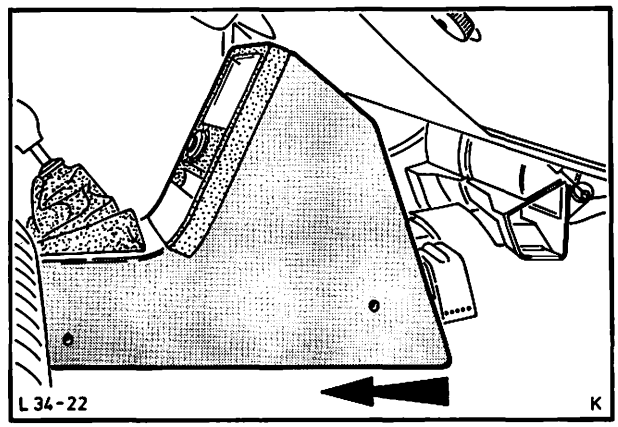

Abb. 23 Mittelablage so weit wie möglich nach hinten ziehen
5. Mittelablage lösen (4 Schrauben) und Ablage so weit wie möglich nach hinten ziehen, Abb. 23.